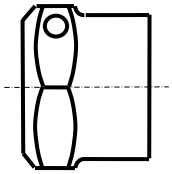

FIGURE 26 – SELF-LOCKING UNION NUTS
- Self-locking union nuts AS64350-62 series: Figure 26.